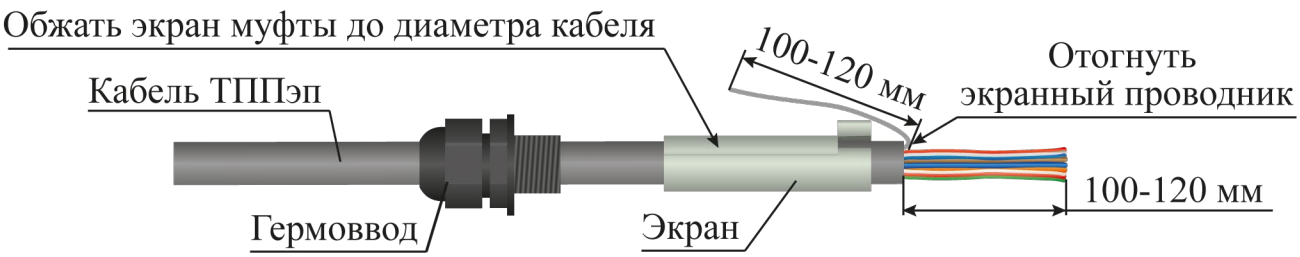

Рисунок 4.6
– надеть на оболочку кабеля ТППэп в следующей последовательности: гермоввод, экран устройства оконечного (рисунок 4.6);
– обжать экран устройства оконечного до диаметра кабеля ТППэп с помощью плоскогубцев (рисунок 4.6);
– снять оболочку со свободного конца кабеля ТППэп (с кабеля ТППбэп снять белую и черную оболочки) длиной 100 - 120 мм (рисунок 4.6);
– экранный проводник отвести в сторону (рисунок 4.6);